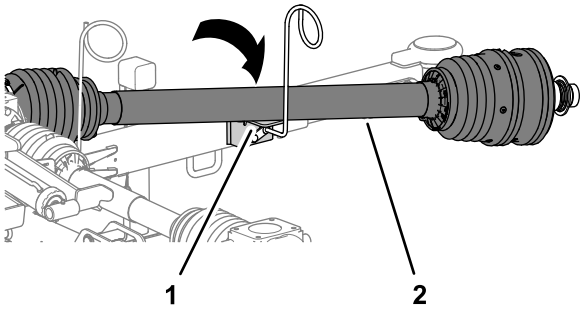

Rysunek 9
2. Przesuń wał napędu PTO na podpórkę wału napędowego na uchwycie przewodów (Rysunek 9).